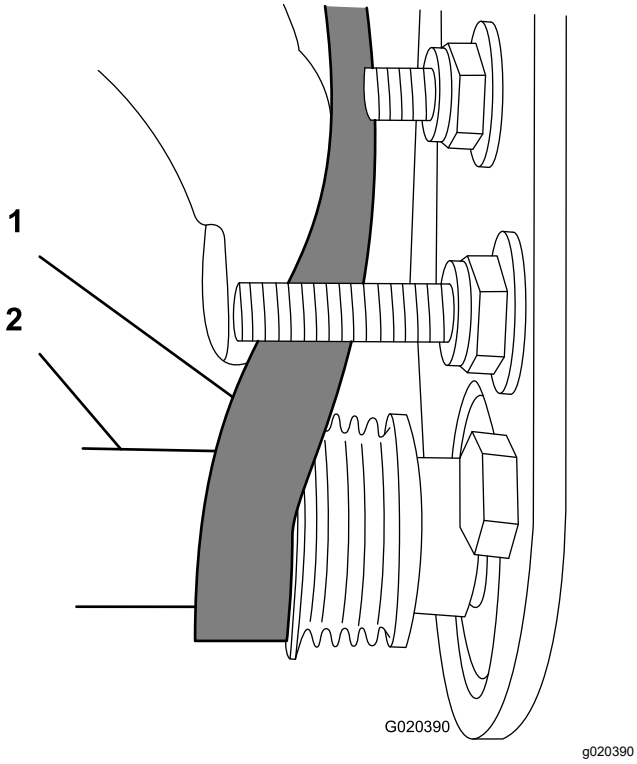

Figur 27
C. Brug en topnøgleindsats (9/16 tomme) til at dreje børsteenheden og lempe remmen op på den drevne remskive (Figur 27).